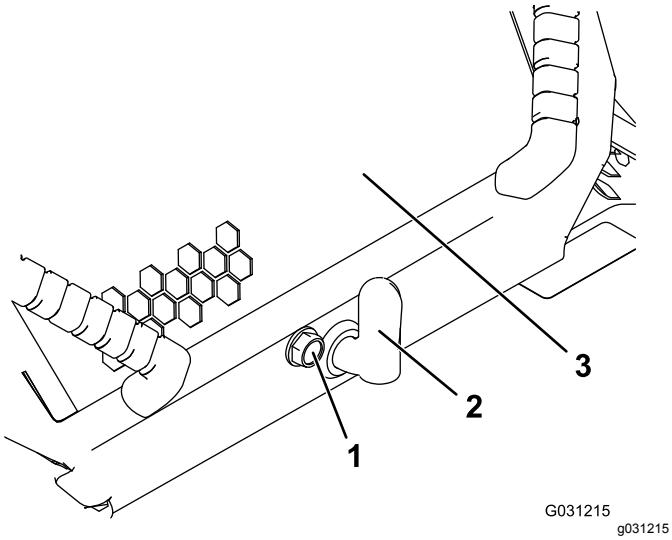

Figuur 39
1. Draai de vergrendelschroef van de motorkap los (Figuur 39)
2. Draai de motorhendel rechtsom (Figuur 39).
3. Til de handgrepen op en klap de motorkap omhoog (Figuur 39).
3. Draai de vergrendelschroef van de motorkap vast om de hendel te vergrendelen (Figuur 39).